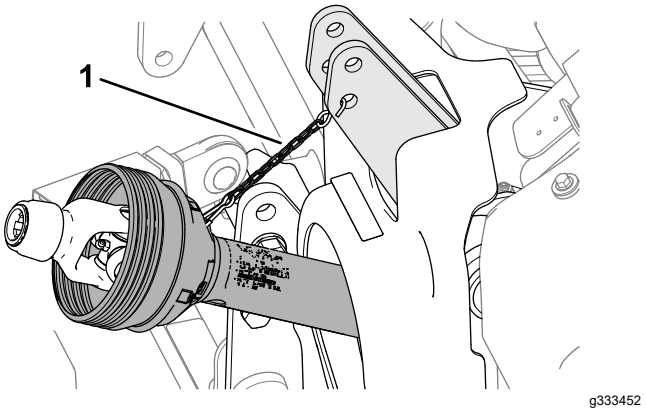

Figur 51
8. Använd skyddssäkerhetskedjan för att stödja kraftuttagsaxeln genom att montera kedjan mellan kraftuttagsskyddet och maskinen (Figur 51).